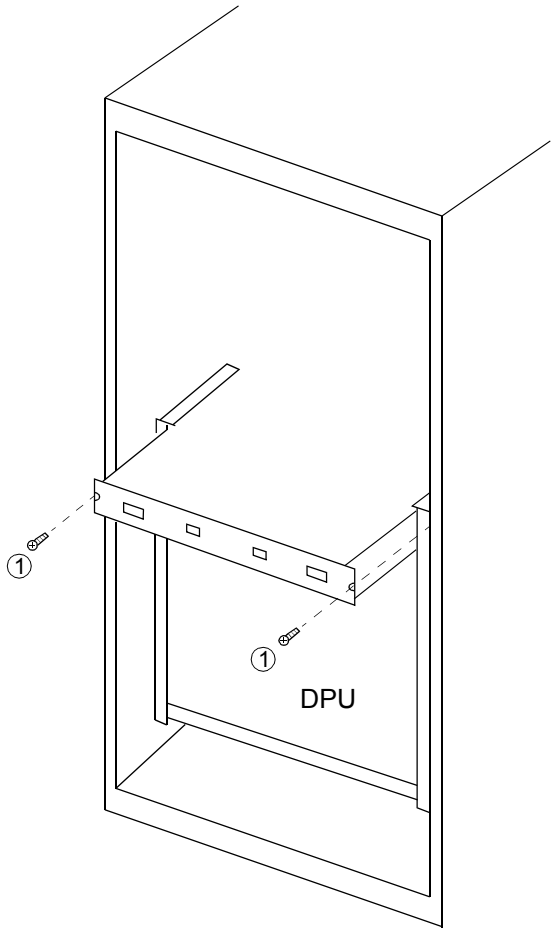
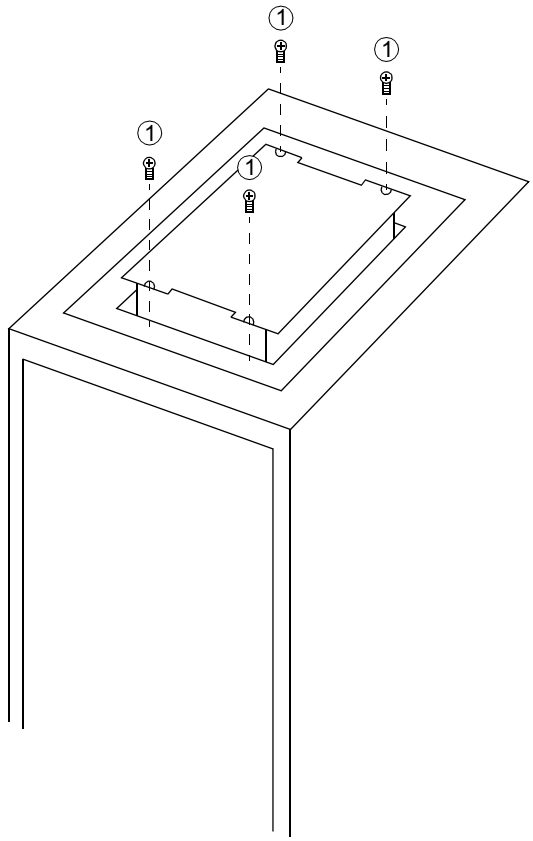

Figure 3-2 Removing the Fan Block for the DPU Unit
Figure 3-3 Removing the Fan Block for the Main frame
(1) Remove all cables connected to the fan block.
(2) Unfasten screws of the fan block (① in Figure 3-2 or Figure 3-3).
(3) Pull out the fan block toward you.